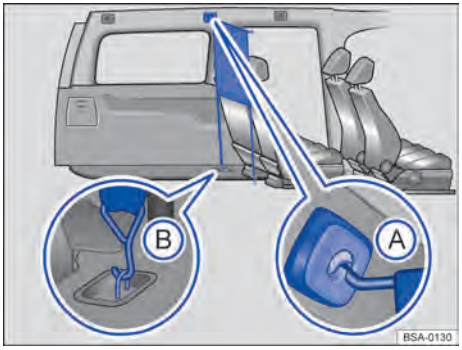

Fig. 157 Detrás de la segunda fila de asientos: red de separación montada.
1. Enganche la red de separación en el alojamiento *trasero izquierdo (5 plazas)* o en el *central izquierdo (7 plazas)* del techo → Fig. 157 Ⓐ. Asegúrese de tirar de la varilla transversal hacia abajo más allá de la posición superior.
3. Enganche la red de separación en las argollas de amarre inferiores → Fig. 157 Ⓑ.